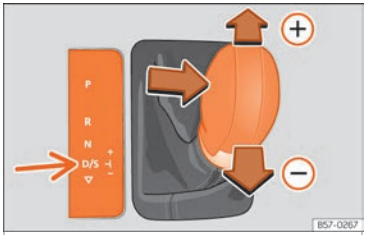

Fig. 141 Alavanca seletora na posição Tiptronic
• Empurre a alavanca para a frente (+) ou para trás (–) para engrenar uma mudança mais alta ou mais baixa ››› **Fig. 141**.